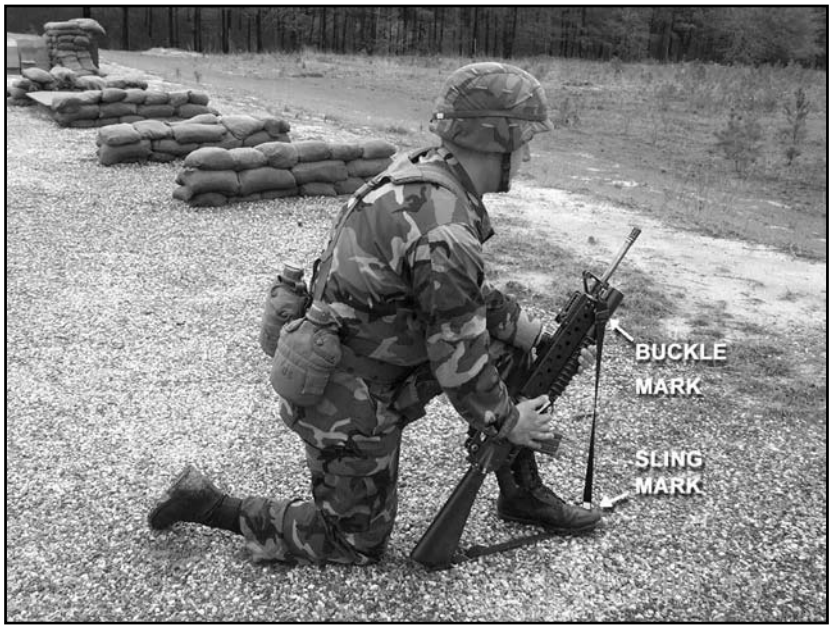

Figure 5-20. Marked sling and buckle highlighted.
(7) Fire several rounds to determine the desired range.
(8) Mark the sling (where it is held to the ground by the foot) with colored tape, paint, ink, or whatever is available. Mark the position of the buckles (Figure 5-20) so that, if either is moved, the grenadier can return them to their original positions and be assured of constant range accuracy.